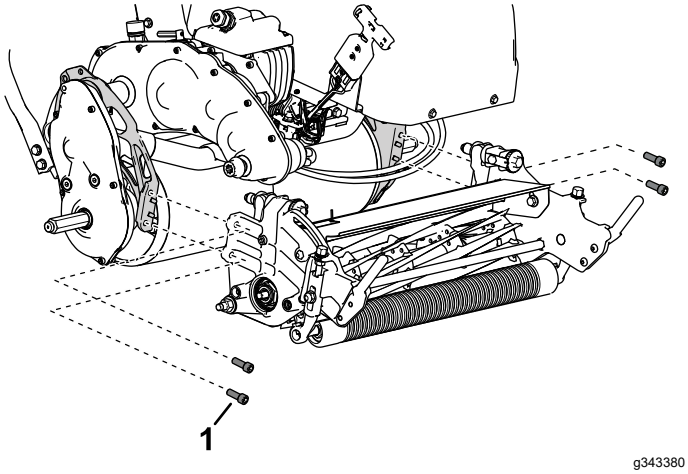

Rysunek 7
A. Za pomocą 4 śrub imbusowych zamocuj zespół tnący na maszynie (Rysunek 7).